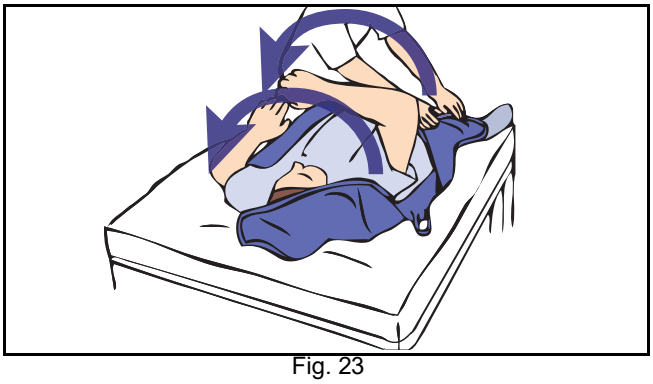
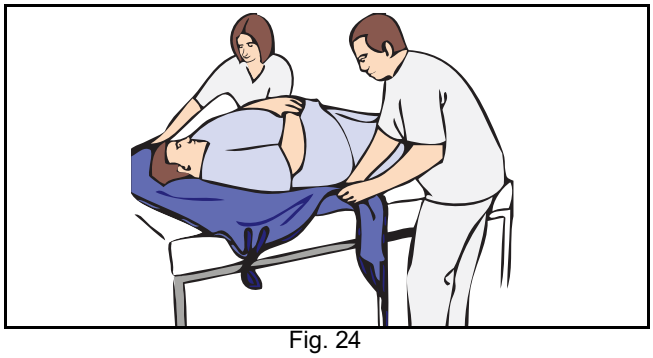

Fig. 23
Fig. 24
1) Rul plejemodtageren ind mod dig selv, fold sejlet halvvejs, og læg det på sengen langs plejemodtagerens ryg (se Fig. 23). Sørg for, at sejlet placeres således, at plejemodtageren ligger midt på sejlet, når han/hun rulles tilbage. Kontrollér ligeledes, om området på sejlet, der er beregnet til hovedet, ligger direkte under plejemodtagerens nakke.
1) Læg sejlet omkring plejemodtageren som i afsnittet ”Løft af en plejemodtager fra en seng” (se Fig. 23 og Fig. 24).